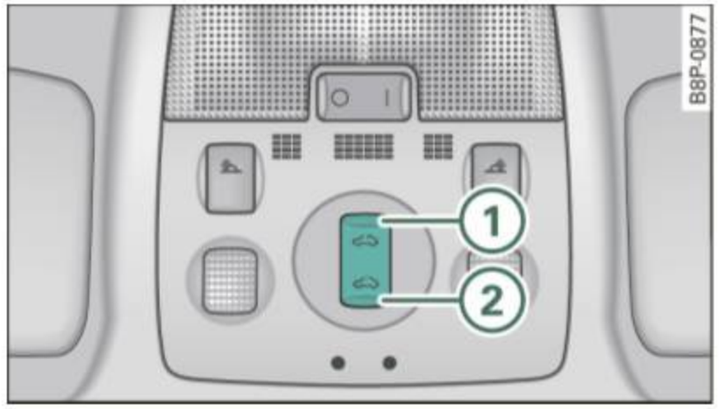

Fig. 39 Section of the roof liner Toggle switch for the panoramic sliding sunroof
The panoramic sliding sunroof is operated with the toggle switch ⇒ fig. 39 when the ignition in on.
- Tap the switch (1) ⇒ fig. 39 briefly, and the roof lifts automatically (pop-up position).
- Tap the switch (1) ⇒ fig. 39 briefly, and the roof moves to the **lift position**.
- Tap the switch (1) briefly a second time, and the roof moves to the **low wind noise comfort position**.
- Press the switch (1) until the roof is **fully** open. In this position increased wind noise may occur.
- Press the switch (1) ⇒ fig. 39, starting from the "lift position" until the roof has reached the desired position. ▶
– Press the switch (2) ⇒ *page 49,* fig. 39 until the roof is completely closed ⇒ ⚠.
– Press the switch (2) ⇒ *page 49,* fig. 39 until the roof has reached the desired position ⇒ ⚠. If the roof is almost closed and you interrupt the operation, the roof opens automatically to a minimum setting; this is the smallest possible opening that can be set.